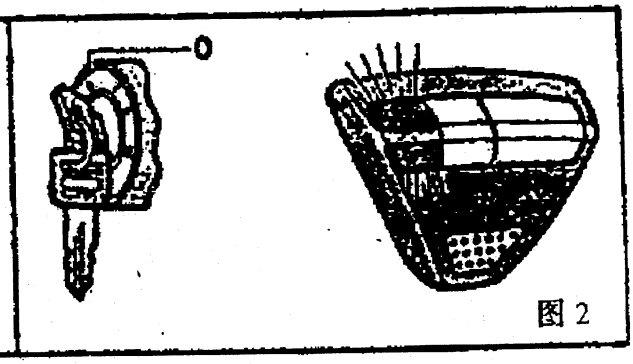

图 2
2. 点火开关 KEY - OFF，遥控接收器 LED 灯第Ⅰ段会亮。如图 2。